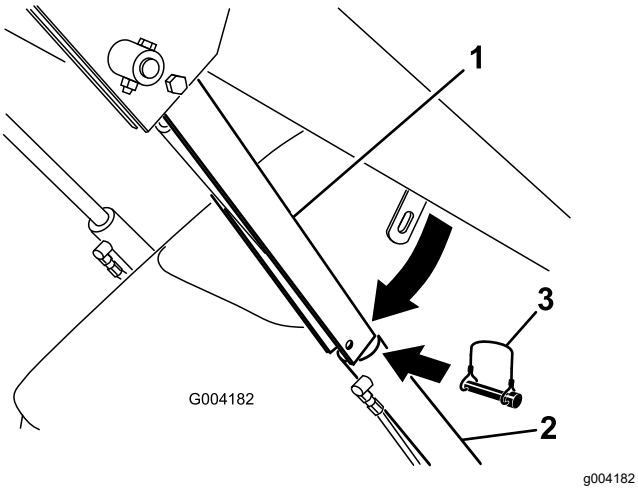

Figura 23
4. Retire la pasador de seguridad que fija el bloqueo del cilindro al brazo de carga (Figura 23).
5. Baje el bloqueo del cilindro sobre la barra del cilindro y fíjelo con el pasador de seguridad (Figura 23).